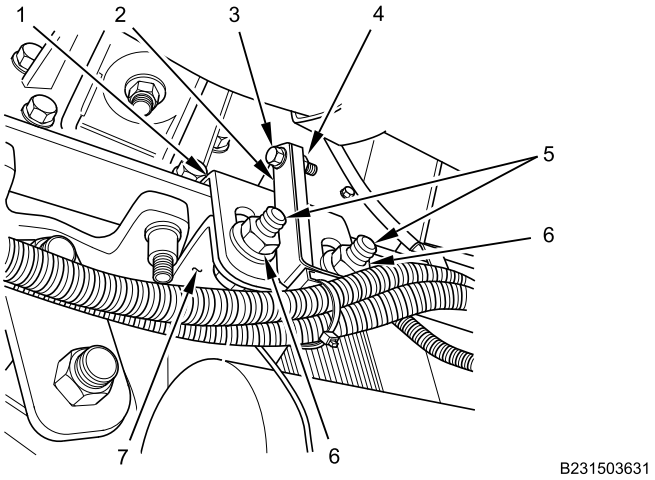

Figure 3. Rear Frame Bracket.
6. Remove bolt (Figure 3, Item 3) and nut (Figure 3, Item 4) from wiring harness bracket (Figure 3, Item 2) on rear frame bracket (Figure 3, Item 1). Position bracket and harness aside.
7. Remove two bolts (Figure 3, Item 5), nuts (Figure 3, Item 6), and rear frame bracket (Figure 3, Item 1) from wheel deflector bracket (Figure 3, Item 7).